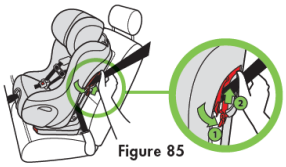

Figure 85
- Open the Forward-Facing Belt Lock-off on the same side of the seat as the vehicle shoulder belt anchor point. Place the vehicle shoulder belt through the Forward-Facing Belt Lock-off as shown in **Figure 85**.